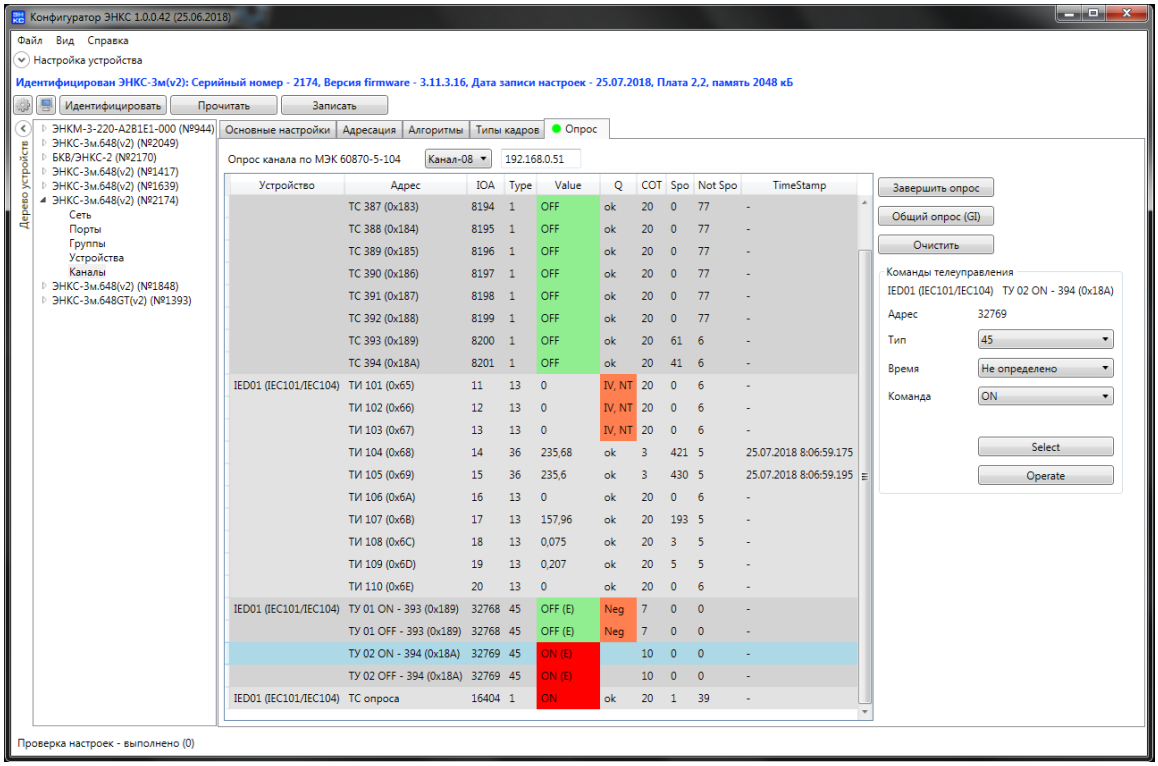

Рисунок 5.1. Опрос УСД по протоколу МЭК-104.
5.1.3 В этом разделе также доступно телеуправление. Для отправления команды телеуправления необходимо выбрать сигнал ТУ, время удержания, команду и тип (рис. 5.1).